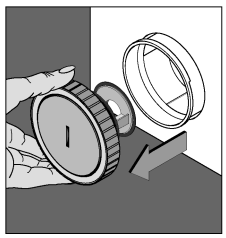

Bild 3
- den Laugenpumpeneinsatz herausziehen und reinigen (Bild 3),